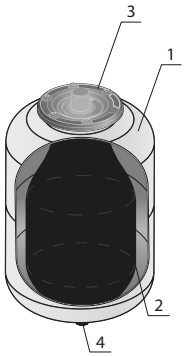

Рисунок 2
4.1. Основные детали (рисунок 2)